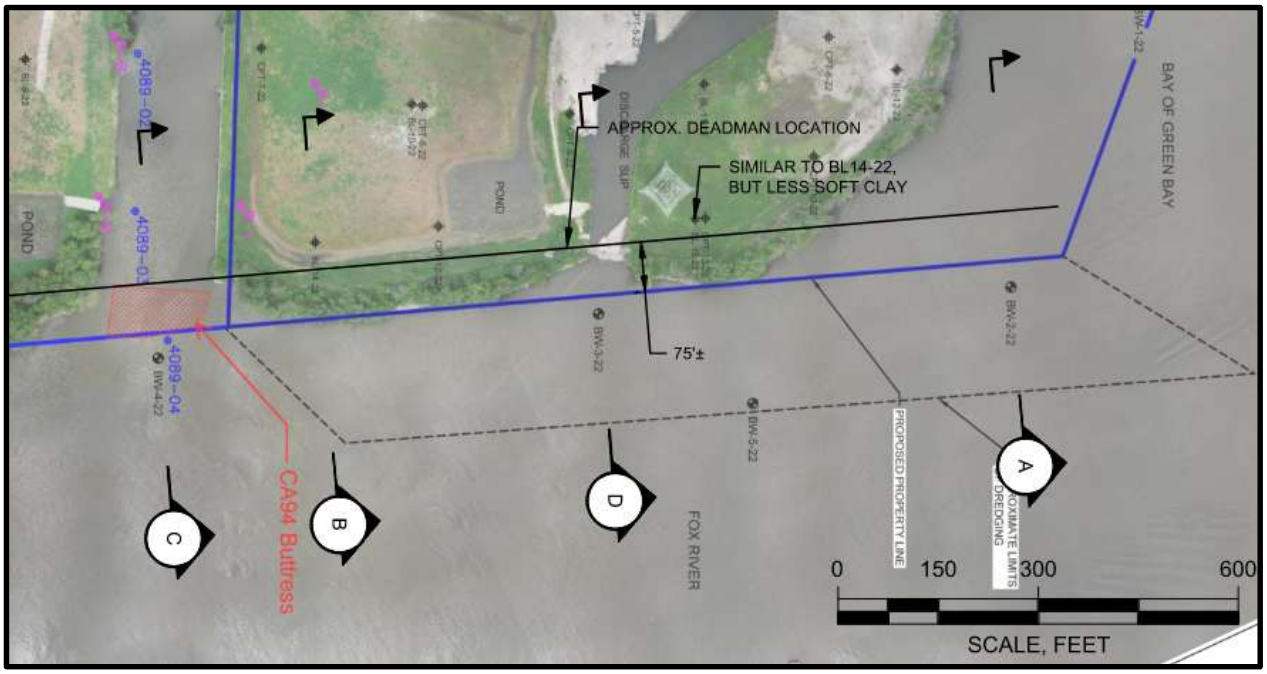

Figure 8: Sections Considered for Analysis
We considered four (4) sections for analysis along the dock wall alignment. General locations for each section considered can be seen in Figure 8. Cross-sections, general descriptions, and anticipated construction sequence are described on the following pages. Final construction sequencing will be determined by the Contractor.